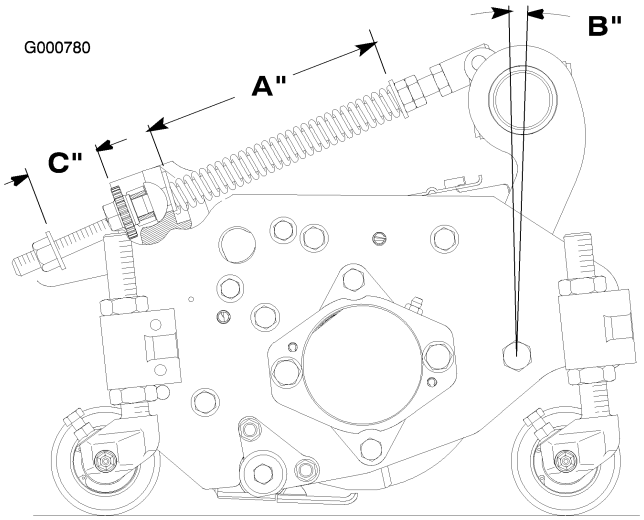

Figura 73
La molla di compensazione del manto erboso (Figura 73) collega il telaio portante all'elemento di taglio e regola l'entità della rotazione avanti e indietro a disposizione, come pure la distanza da terra durante il trasferimento e il cambio di direzione.
1. Serrate il dado di bloccaggio a tergo dell'asta della molla fino ad ottenere una luce di 25 mm tra la parte posteriore della staffa a molla e la parte anteriore della rondella (C) (Figura 73).
2. Serrate i dadi esagonali sul lato anteriore dell'asta della molla, finché la lunghezza compressa (A) della molla non è di 203 mm (Figura 73).
Nota: Per il taglio di tappeti erbosi irregolari od ondulati aumentate la lunghezza compressa (A) della molla a 216 mm, e la distanza (C) tra la parte posteriore della staffa della molla e la parte anteriore della rondella a 38 mm (Figura 73).